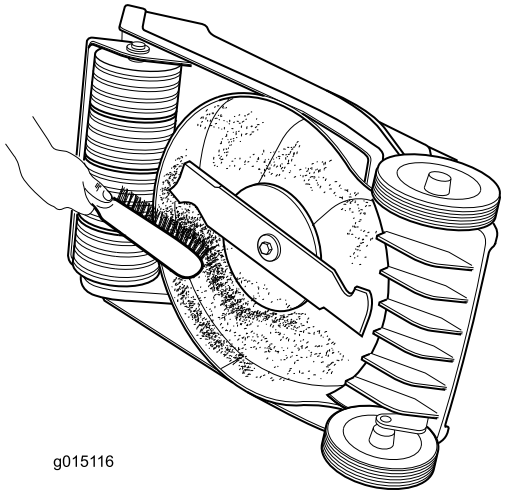

Figura 16
- Pulite il sottoscocca del tosaerba. Togliete morchia e sfalcio con un raschietto / una spazzola di legno duro (Figura 16).